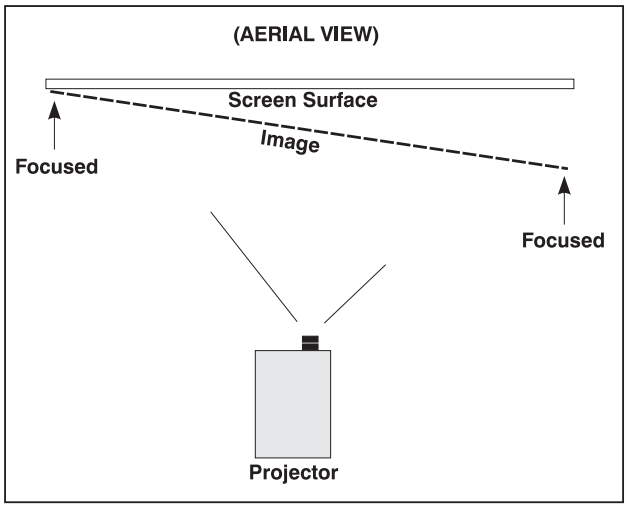

Figure 2.46. Example of Poor Left/Right Boresight
- *If focus on the paper improves*, this indicates that the right side of the image is focusing *in front of* the screen. See Figure 2.46.